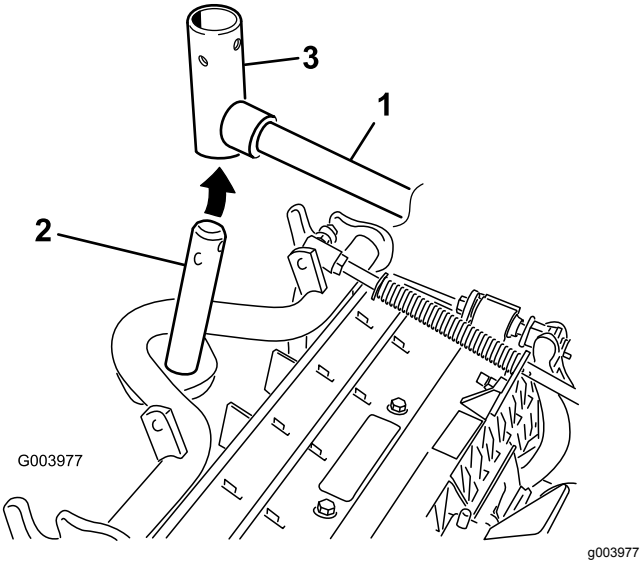

**Figur 10**
8. For de fremre klippeenhetene skyver du en klippeenhet under løftearmen mens du fører bærerammen inn i løftearmens dreiegaffel (Figur 10).
B. Før inn løftearmens dreiegaffel i bærerammeakselen (Figur 10).